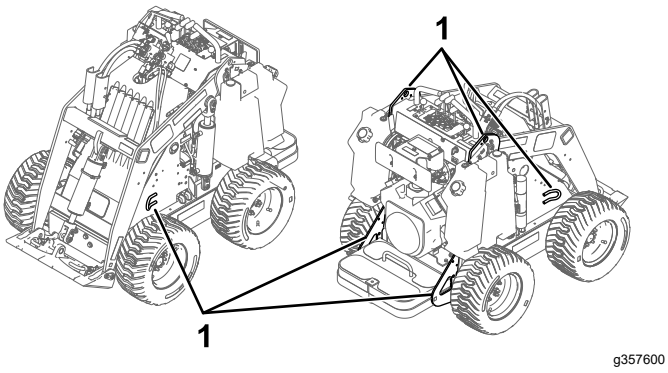

Figuur 14
8. Gebruik de metalen bindogen op de machine om de machine goed vast te maken aan de aanhanger of vrachtwagen. Gebruik hiervoor banden, kettingen, kabels of touwen (Figuur 14). Raadpleeg de lokale voorschriften inzake het vastbinden van de machine.
U kunt de machine tillen met behulp van de bindogen als hefpunten; zie Figuur 14.